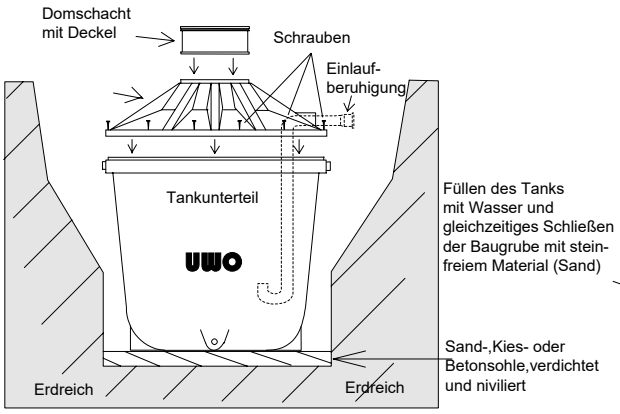
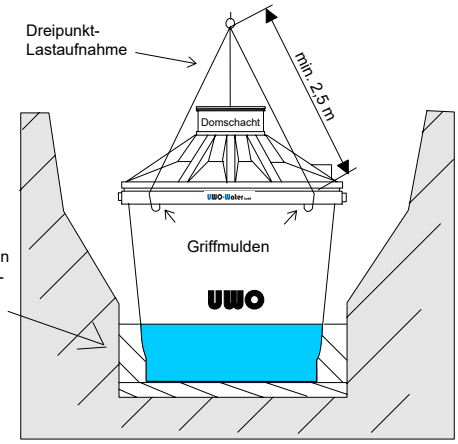

Bild 2
Bild 3
3. Mit den Griffmulden (siehe Bild 2) im oberen Bereich (Rand) des Tankunterteils, läßt sich der Tank mit der Hand oder, bei Verwendung einer Dreipunktlastaufnahme (siehe Bild 3), mit dem Kran versetzen.
Handversetzen: Zuerst das Tankunterteil in die Baugrube einbringen und dann den Konus aufsetzen. Mit den beiliegenden Schrauben Konus (nach ausrichten der Anschlüsse / Öffnungen) und Tankunterteil verschrauben. Eventuell gleichzeitig die Einlaufberuhigung einbringen. (siehe Bild 2)
Kranversetzen: Wird der Tank mit dem Kran versetzt (siehe Bild 3) kann zuvor der Konus mit der Hand auf das Tankunterteil aufgesetzt werden, um den Tank dann komplett zu versetzen. In der Baugrube Konus und Unterteil ausrichten und dann mit beiliegenden Schrauben verschrauben.
5. Den Tank mit Wasser füllen und gleichzeitig die Baugrube schließen. Dabei ist lagenweise eine min. 20 cm starke Schicht aus verdichungsfähigem, steinfreiem Material (am besten Sand) um den Tank herum einzubringen. Der Baustoff ist jeweils bis zur Höhe des Wasserstandes im Tank aufzufüllen und vorsichtig zu verdichten. (siehe Bild 3 - 5)